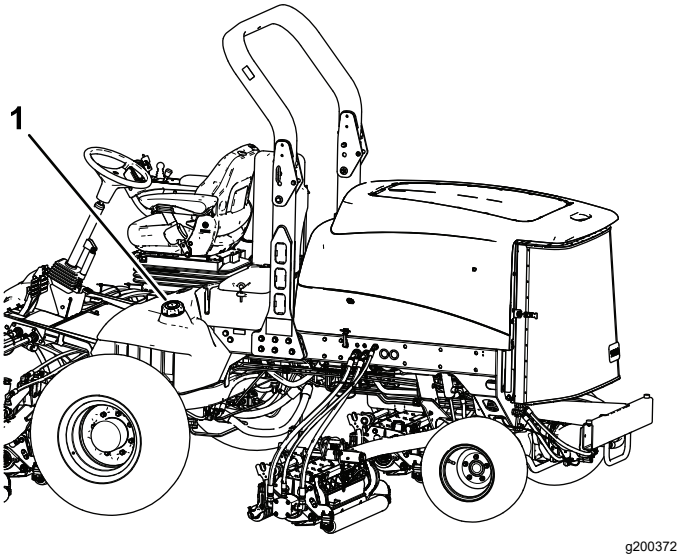

Figur 34
3. Fjern dækslet fra brændstoftanken (Figur 34).